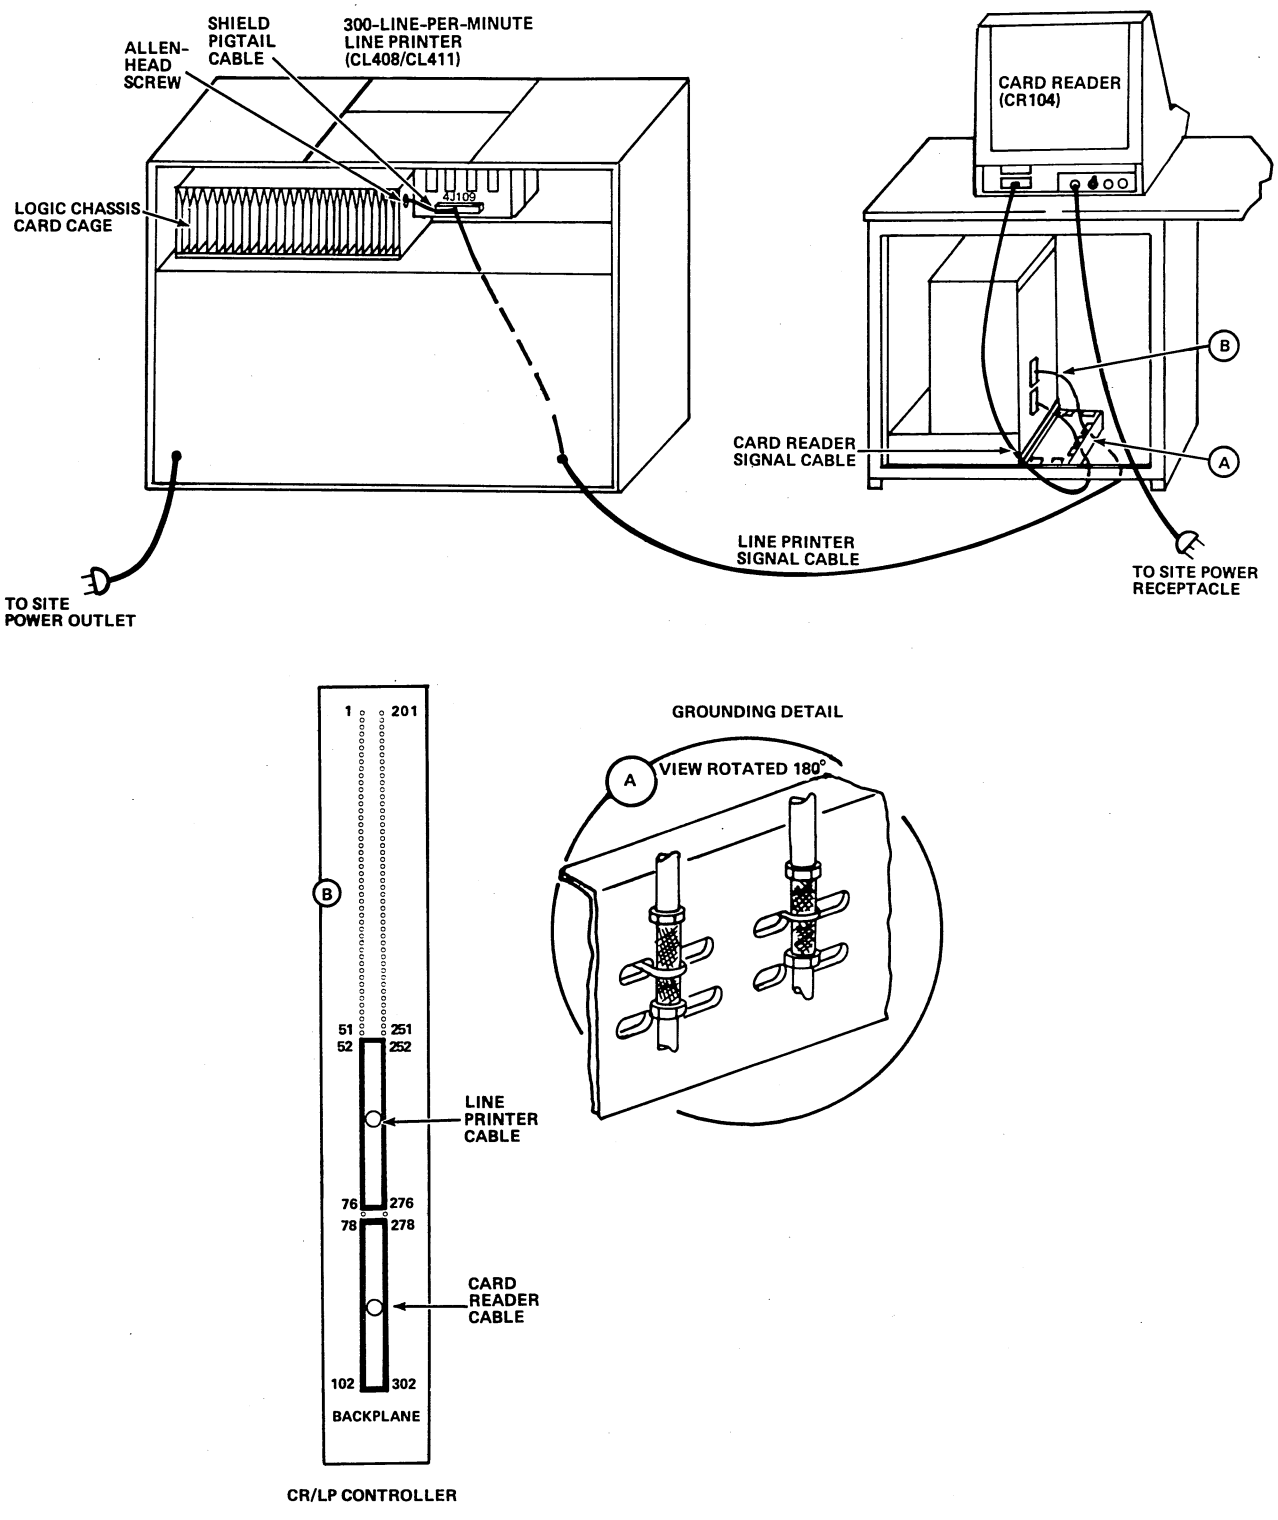

Figure 8-5. CYBER 18 Line Printer Signal and Power Cable Connections
1. If connecting a CR/LP/CLA cable interface board, refer to section 21; if connecting a CR/LP controller, see figure 8-5.
Install the signal cable as shown in figure 8-5.
2. Attach the cable shield to the line printer and cabinet as shown in figure 8-5.
4. Remove the Allen head screw on the logic chassis of the line printer (figure 8-5).